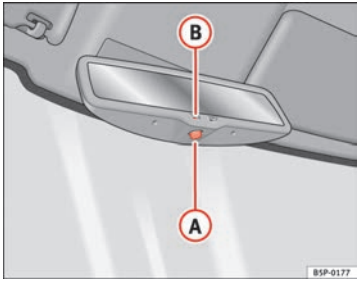

Fig. 87 Specchio retrovisore interno fotocromatico
– Premere il tasto (A) ⇒ fig. 87. La spia (B) si spegne.
– Premere il tasto (A) ⇒ fig. 87. La spia si accende.